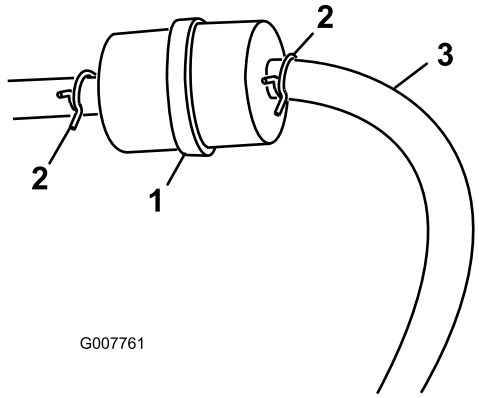

Figur 29
3. Kläm ihop ändarna på slangklämmorna och dra bort dem från filtret (Figur 29).
5. Montera ett nytt filter och för tillbaka slangklämmorna tätt intill filtret igen (Figur 29).
3. Lossa slangklämman vid bränslefiltret och skjut den uppåt längs bränsleslangen, bort från filtret (Figur 29).
4. Koppla loss bränsleslangen från bränslefiltret (Figur 29).
Obs: Låt bensinen rinna ned i en bränsledunk eller ett avtappningskärl (Figur 29).
5. Sätt bränsleslangen på bränslefiltret. Dra tillbaka slangklämman intill filtret för att säkra bränsleslangen (Figur 29).